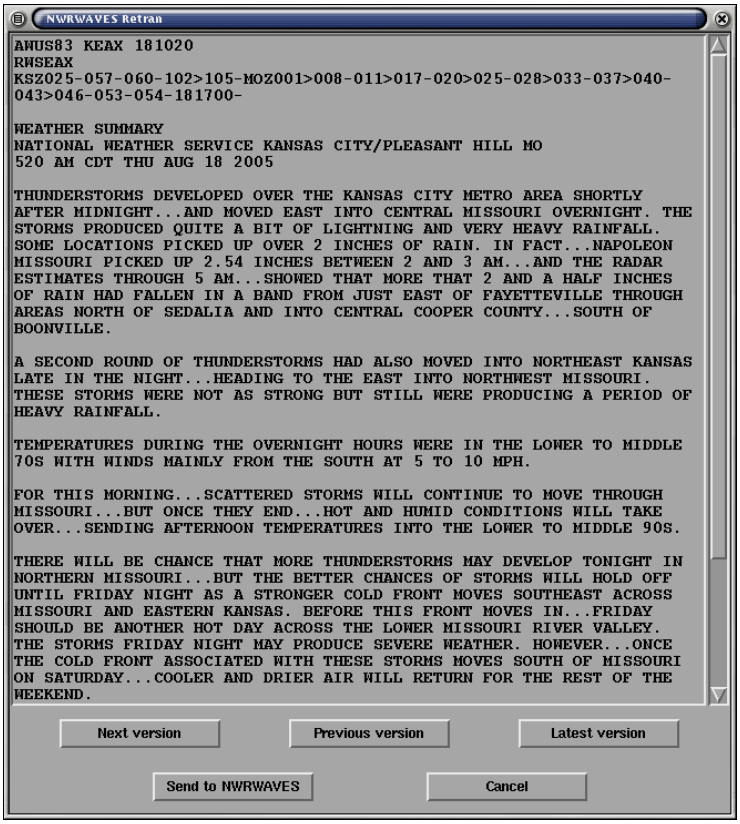

Figure 11 – NWRWAVES Retransmit product GUI interface
c. **Regenerate a CRS message –** Allows a user to call an AWIPS PIL from the text database and reprocess the product through the NWRWAVES formatter. When this option is selected, the user is prompted to enter an AWIPS product identifier then click 'OK'. The latest version of the product will appear in the 'Regenerate Product' GUI (Figure 11). Sites can toggle between